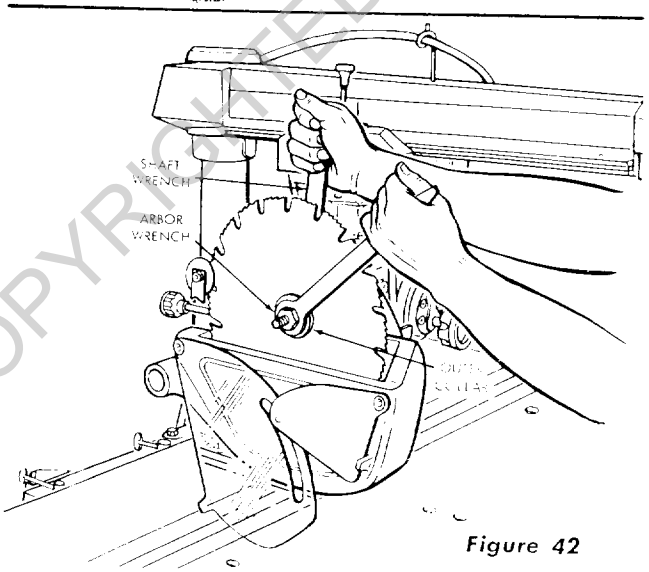

Figure 42
d. Place the outer collar on the shaft with the flat side facing the saw blade. Start the shaft nut (left-hand threads) on the shaft and tighten the shaft nut securely. (See figure 42.)